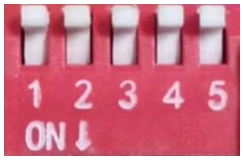

图 6.28 通讯开环拨码开关设置
- 将拨码开关设置为 SW2=OFF（选择开环运行模式），SW3= OFF，SW4= OFF，SW5= OFF（选择通讯控制方式），如**图 6.28**。